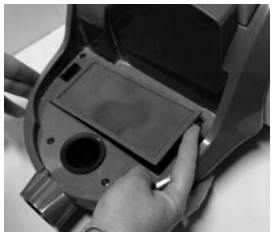

Fig 5
2. Open the filter holder of the container (Fig. 5) and remove the foam rubber filter.